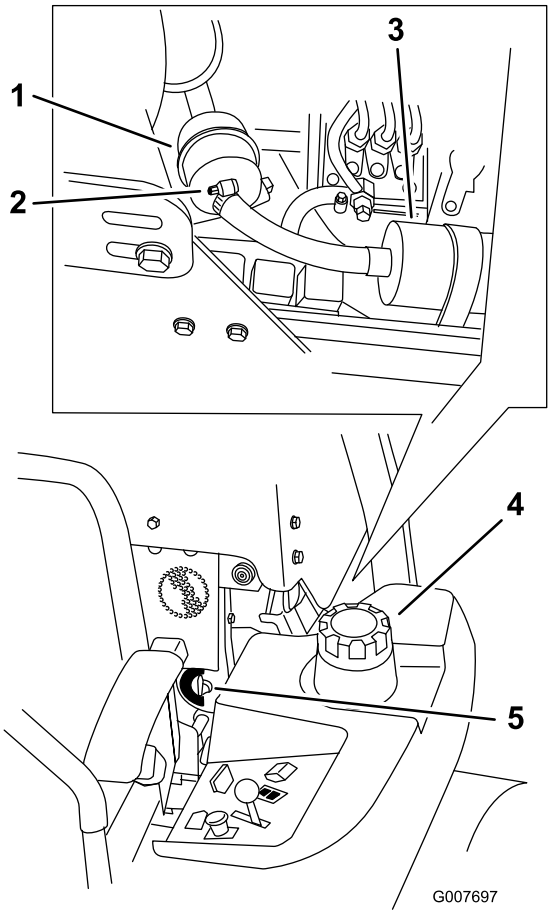

Figuur 44
4. Sluit de brandstofafsluitklep(Figuur 44).
5. Maak de slangklemmen los en ontkoppel de brandstofslangen van het brandstoffilter (Figuur 44).
6. Plaats een nieuw filter. Sluit de brandstofslangen aan op het brandstoffilter en monteer de twee slangklemmen (Figuur 44).